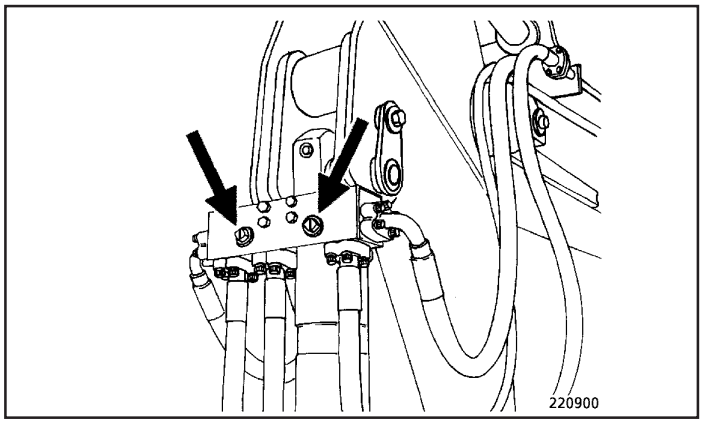

Fig.3
- Os rasgos de referência sobre as válvulas (setas, Fig. 3) devem ficar em posição vertical.